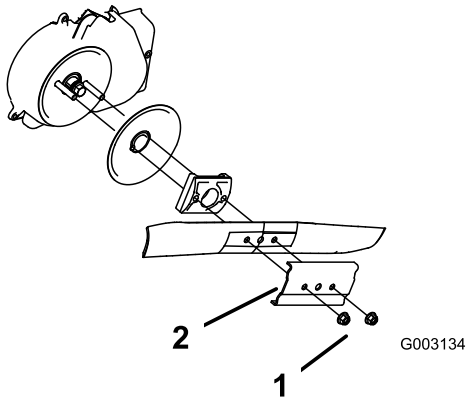

Figura 28
3. Togliete i due dadi della lama ed il rinforzo (Figura 28).
4. Togliete la lama (Figura 28).
5. Montate la lama nuova (Figura 28).